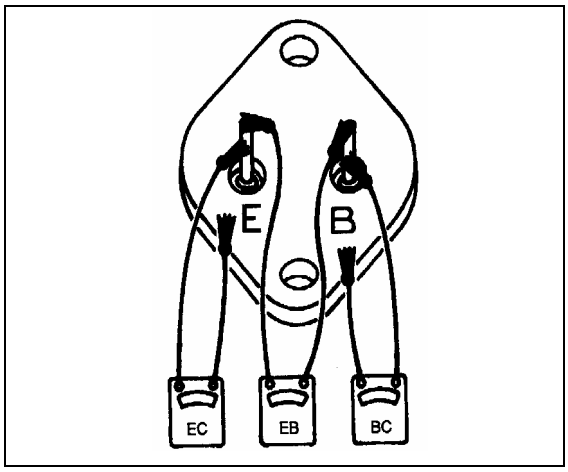

FIGURE 46: CHECKING TRANSISTOR TR1 06081
B) By removing any retaining screws involved and unsoldering the co nnections. When resoldering, limit solder time to a minimum as excessive heat may damage the printed circuit board and component parts. However good soldered connections are essential for satisfactory operation. A resin core 63% tin 37% lead solder with a 360°F (182°C) melting point is recommended along with a soldering iron rated at 50 watts or less. Use extreme care to avoid overheating. Before checking the printed circuit board, remove transistor TR1, which must be checked separately. Connect the ohmmeter as shown in figure 46, and then reverse the ohmmeter leads to obtain two readings on the same component. Use the middle scale on scale-type meters on which the 300 ohm value should be within, or nearly within, the middle third of scale.
Transistor TR1 = See figure 46. Use the low scale. Each of the three checks should read low and high. If not, replace TR1.